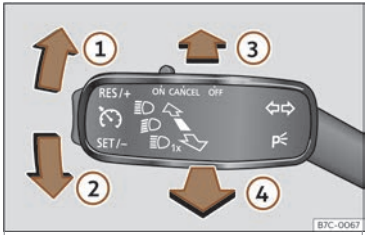

Fig. 89 Panca de intermitentes e de luz de estrada.
- Dende a posición de base, prema cara adiante a panca dos intermitentes e da luz da estrada››› **fig. 89** ③.
- **OU BEN:** coa luz de estrada conectada, puxe cara atrás da panca dos intermitentes e luz de estrada››› **fig. 89** ④.